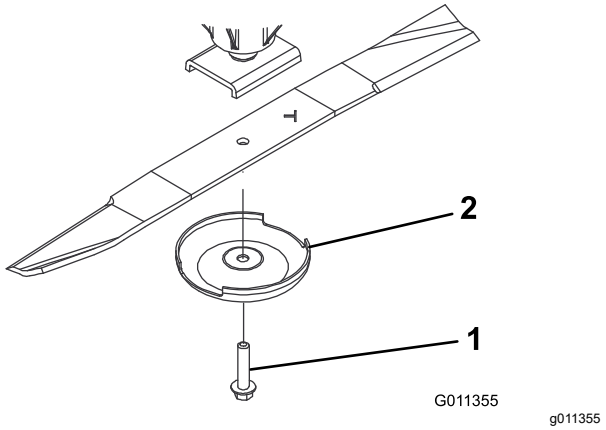

**Figuur 129**
3. Verwijder de mesbout, de antiscalpeercup en het mes van de as (Figuur 129).